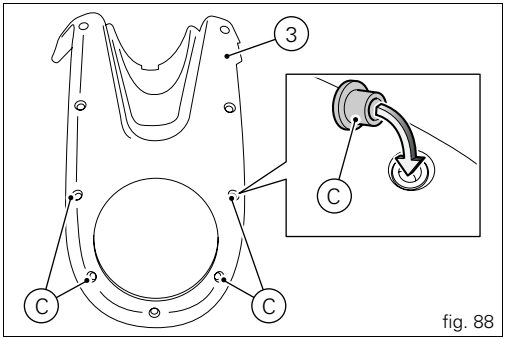
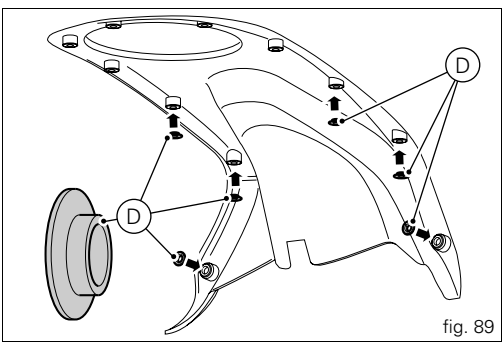

fig. 88
fig. 89
Check that the four bushes (C, fig. 88) are installed on the front tank cover (3) with larger diameter side facing upwards, and check that the spacers (D, fig. 89) are also installed.